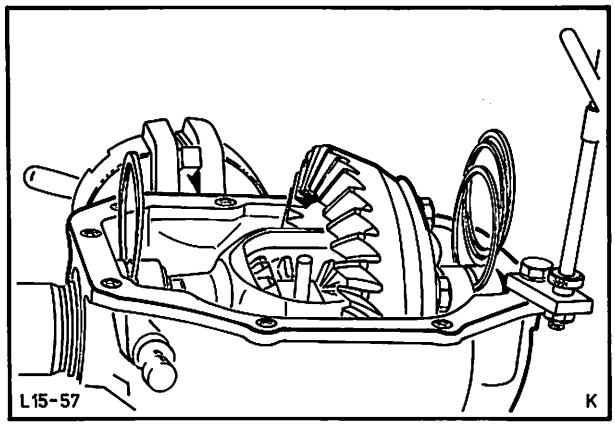

Abb. 86 Passende Scheibe auf der Tellerradrückseite einsetzen
46. Auf der anderen Seite des Ausgleichgetriebes (Tellerradrückseite) eine Ausgleichscheibe einsetzen, die sich gerade noch zwischen Lageraußenring und Achsgehäuse einschieben läßt, Abb. 86. Beide ermittelten Scheiben wieder herausnehmen. **Scheiben nicht vertauschen!**